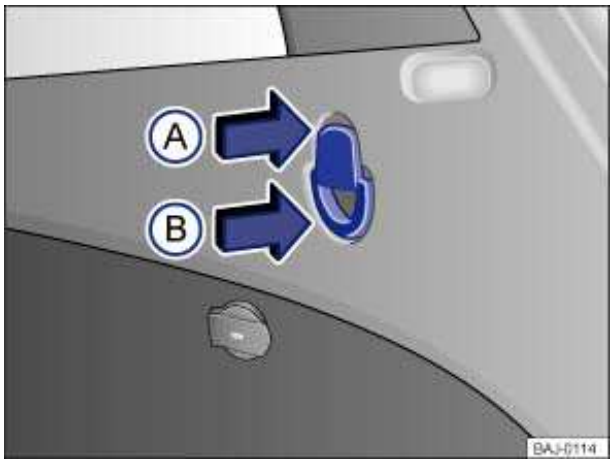

Fig. 105 In the luggage compartment: Shopping bag hooks.
- Push in the direction of the arrow ⇒ fig. 105 (B). The shopping bag hook folds out.
- Push in the direction of the arrow (A). Eyelet for attaching the luggage net folds out.